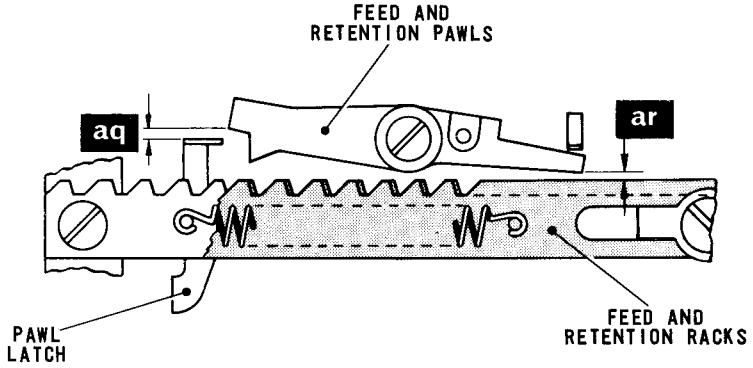

Fig. 4.35 FEED AND RETENTION RACK CLEARANCES
41.1 Operate the carriage return manual lever to move the typehead carriage to its extreme left-hand position. Set up the carriage return code combination (SSSMS) on the pins, lift the translator clutch abutment and turn the machine by hand until the noses of the feed and retention pawls, Fig.4.35, are at their highest point. Check that the pawls are now high enough to enable the pawl latch to pass beneath their noses with a clearance of approximately .030 in. (dimension 'aq'). Check also that there is a clearance of approximately .030 in. (dimension 'ar') between the tails of the pawls and the top of the rack teeth.